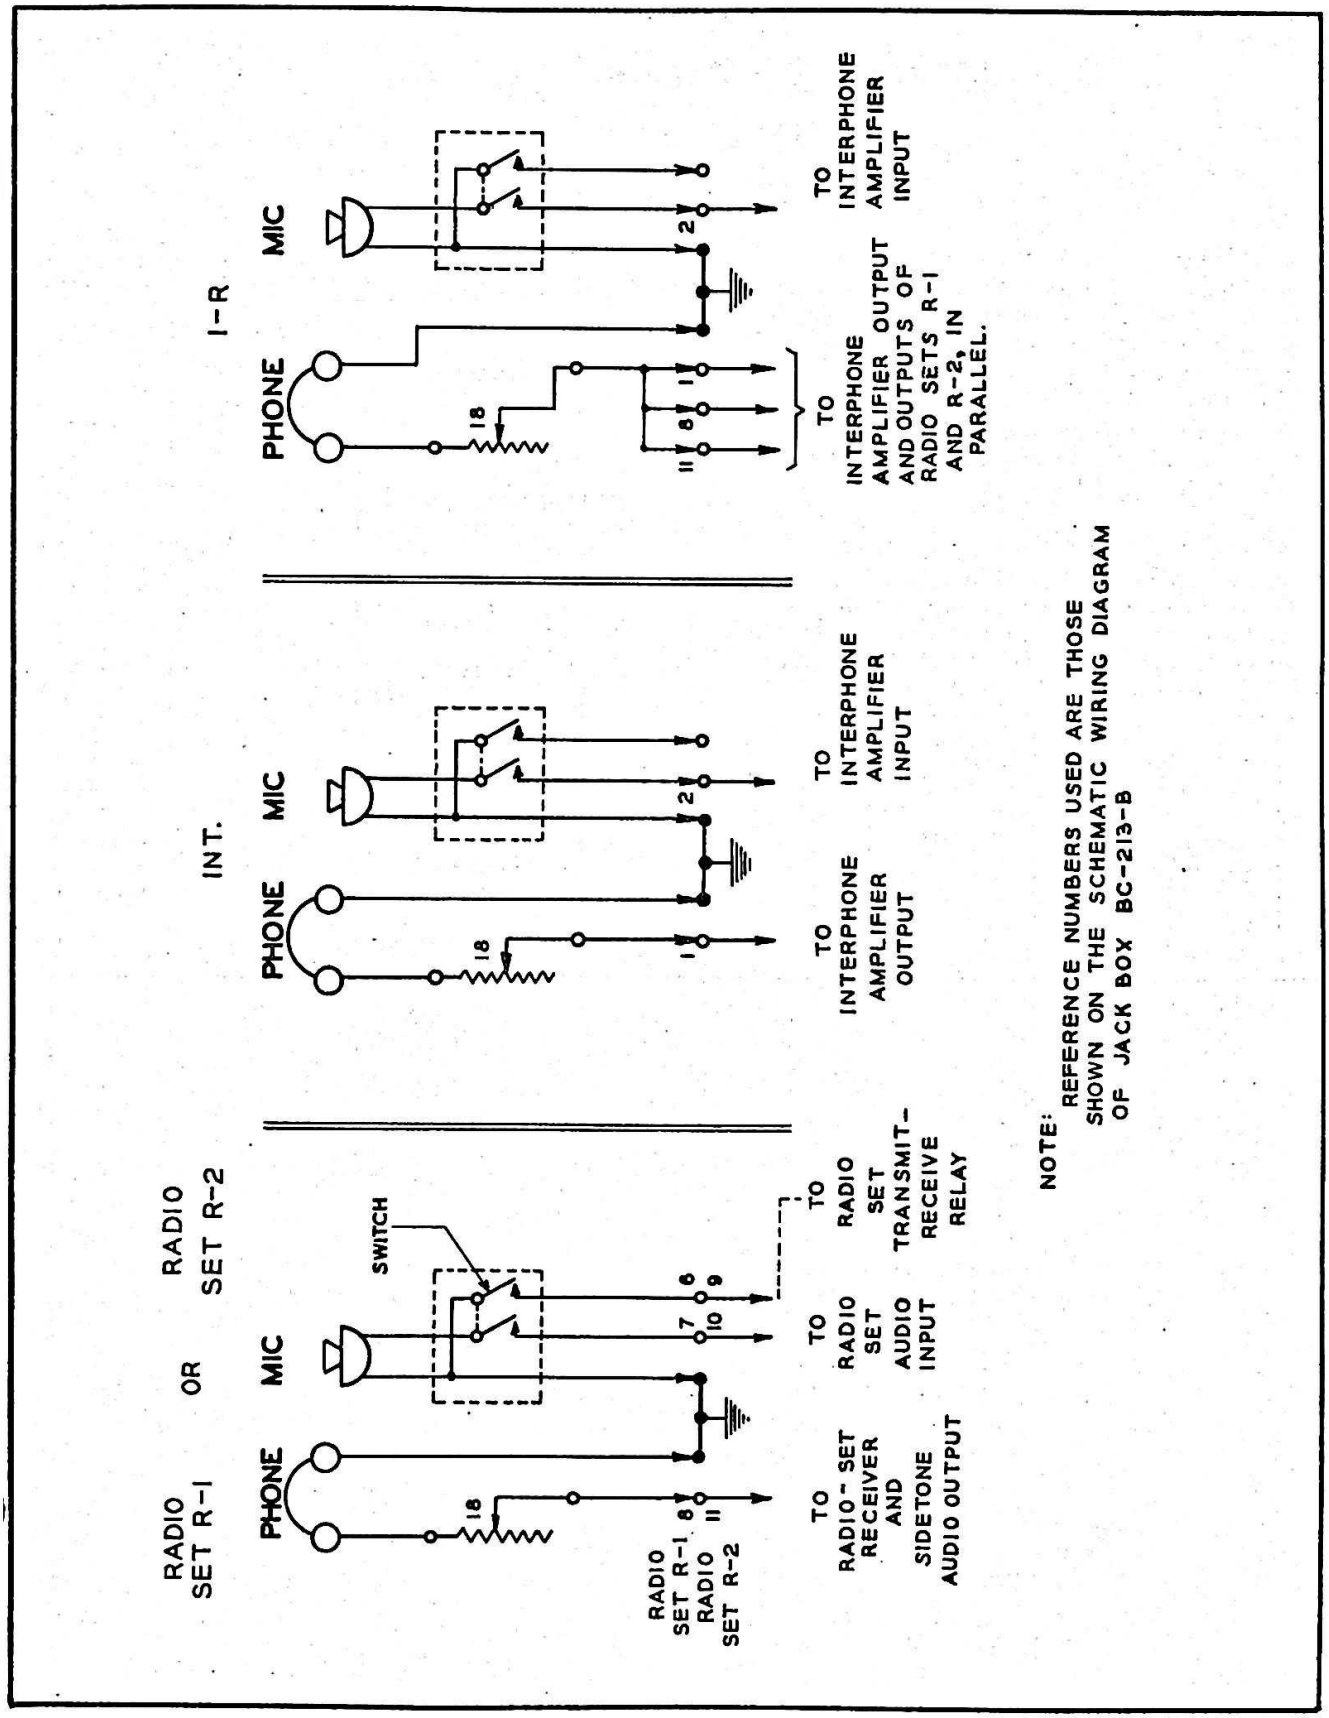

Figure 6-4. Jack Box BC-213-B—Functional Diagrams for All Switch Positions
4. Functional diagrams of headset and microphone circuits for each switch position of Jack Box BC-213-B are shown in figure 6-4.